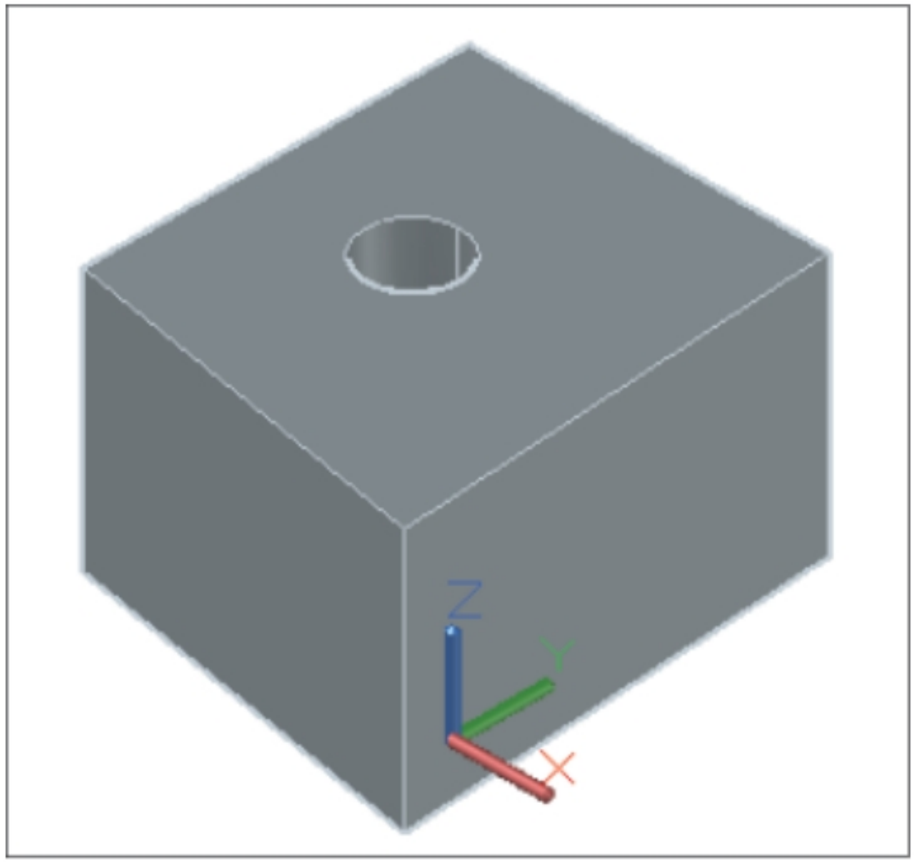

Figure-54. Model for 3D printing
- Create the 3D model as required using the modeling tools; refer to Figure-54.